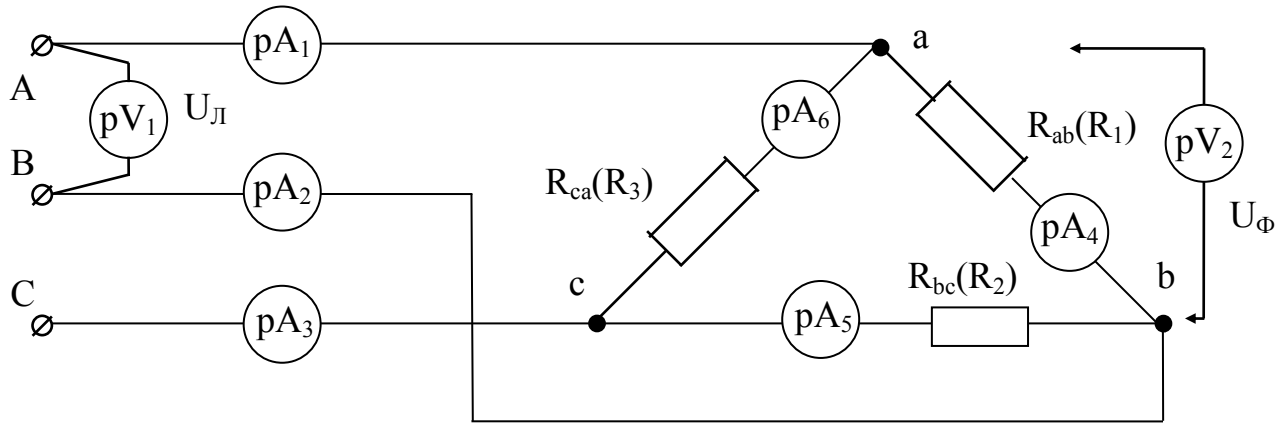

Рис. 4.2
2.1. Соберите цепь по схеме (рис. 4.2).